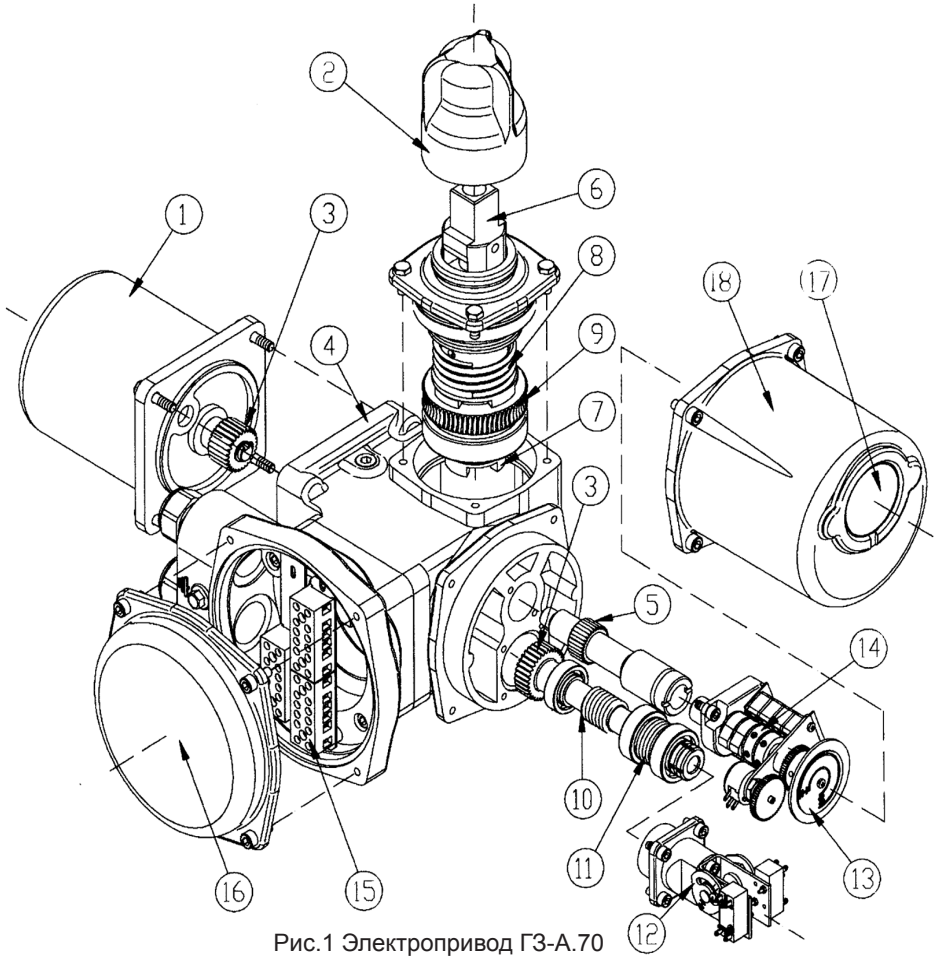
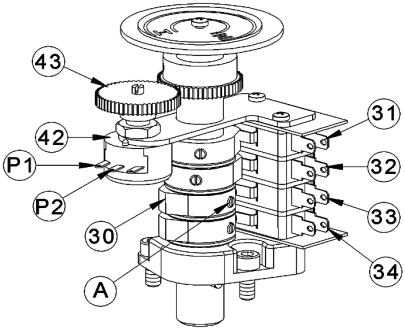
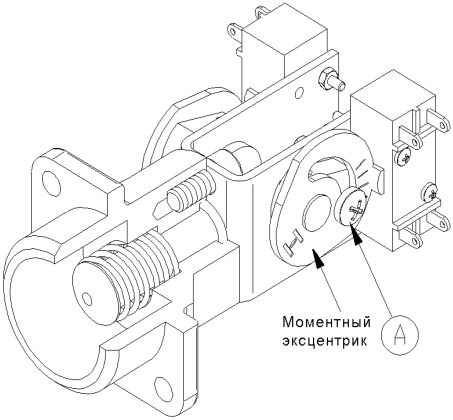

Рис.1 Электропривод ГЗ-А.70
Рис.2 Индикатор положения затвора
Рис.3 Ограничитель крутящего момента
Электродвигателя (1), червячного редуктора (9, 10), двухсторонней муфты ограничения крутящего момента (моментная муфта) (10, 11, 12), ограничителя хода выходного вала (14), индикатора положения затвора арматуры (13), рычага переключения режимов работы (6), выходного вала (7) и корпусных деталей (рис. 1).
Ограничитель хода выходного вала состоит из микровыключателей (31, 32, 33, 34), кулачков (30), размещенных на валу индикатора положения затвора (13), омический датчик (опционально) (42), шестерни омического датчика (при его наличии) (43), которая соединена с индикатором положения затвора (13) (рис. 1, рис. 2).
При ручном управлении вращение от рычага переключения режимов (6) (рис. 1) передается на выходной вал (7) электропривода. Один оборот рычага соответствует одному обороту выходного вала.
Ограничитель хода выходного вала (14) (рис. 1) непосредственно подсоединен через шестерню (5) к выходному валу. После надлежащей настройки ограничителя хода выходного вала индикатор положения затвора арматуры (13) соответствует определенным положениям затвора арматуры независимо от режима работы привода - ручного или электрического.
При достижении предварительно установленной величины крутящего момента в положении ЗАКРЫТО или ОТКРЫТО, либо в случае аварийного заклинивания штока затвора арматуры в промежуточном положении, выходной вал с червячным колесом останавливается, а червячный вал (10), ввинчиваясь в венец червячного колеса (9), вследствие продолжающегося вращения ротора электродвигателя, начинает перемещаться в осевом направлении, сжимая тарельчатые пружины (11) (рис. 1). Величина сжатия тарельчатых пружин определена необходимым усилием уплотнения затвора арматуры и устанавливается при настройке электропривода. Поступательное движение червячного вала приводит к перемещению вала ограничителя крутящего момента (12) (рис. 1). Вал ограничителя крутящего момента (рис. 3) поворачивает моментные эксцентрики, нажимая кнопки муфтовых микровыключателей, размыкает цепь управления питанием двигателя электропривода.